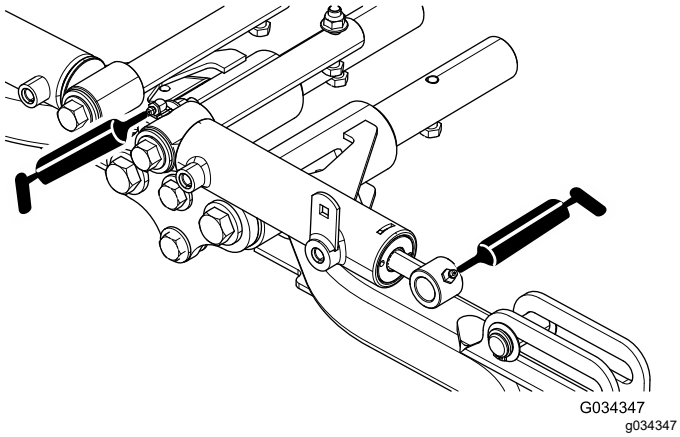

**Figuur 49**
- Draaipunten en hefcilinders voorste hefarm (3 elk); zie Figuur 49.